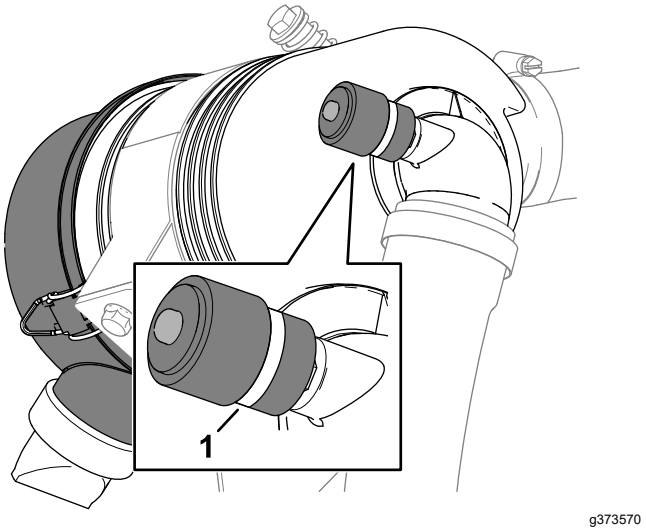

**Figuur 77**
3. Controleer de onderhoudsindicator aan het uiteinde van de luchtfilterbehuizing (Figuur 77).